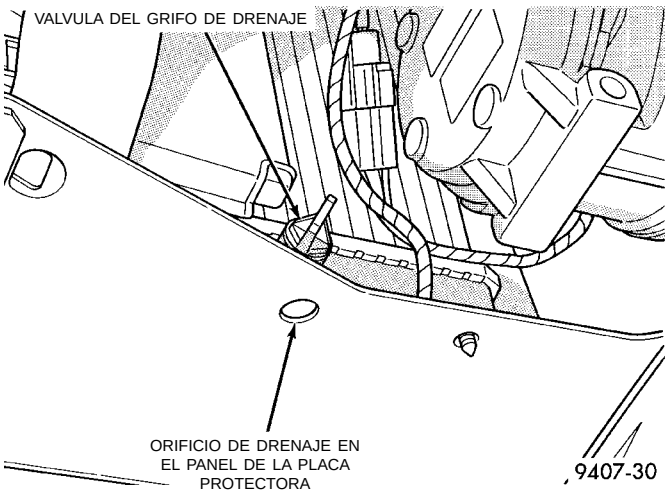

Fig. 13 Drenaje del sistema de refrigeración
(1) Apague el motor y gire el grifo de drenaje en sentido contrario a las agujas del reloj para abrirlo (Fig. 13).
(2) El depósito de reserva de refrigerante deberá vaciarse en primer lugar, y a continuación puede retirar el tapón de presión. (De lo contrario, consulte Detección de fugas en el sistema de refrigeración).